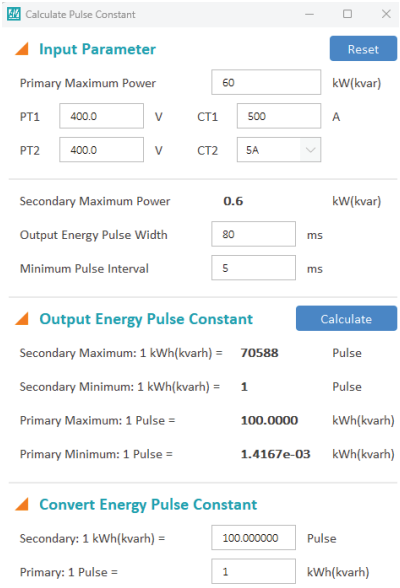

Figure 5-33 Pulse Constant Calculator from Acuview 2 Software
- Once the pulse constant is determined, it will need to be configured in the general settings. From Figure 5-33, the pulse constant that is entered into the meter is 100.